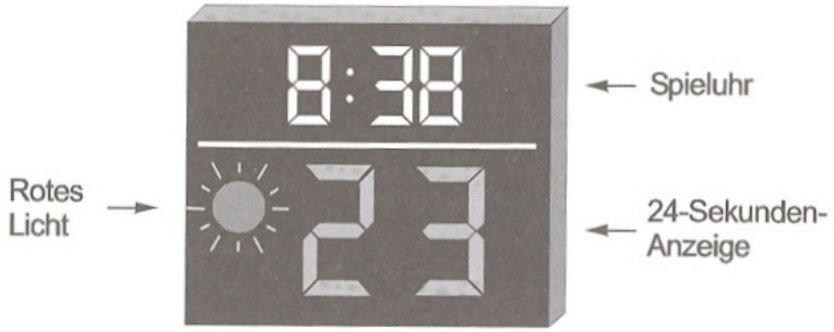

Bild 9 24-Sekunden-Anzeige, zusätzliche Spieluhr und rote Lampe für Wettbewerbe der Stufen 1 und 2 (Beispiel)
9.4 Die Anzeige der 24 Sekunden (Abbildung 9) sowie die Hauptspieluhr und das rote elektrische Licht müssen: